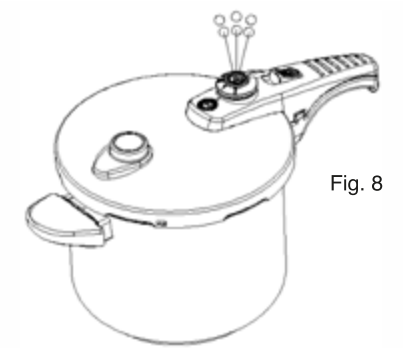

Fig. 8
c) Para calentar la olla rápidamente, póngala a fuego fuerte hasta que la válvula reguladora de presión empiece a funcionar. Sin embargo, debe evitar una potencia excesiva. La válvula de seguridad liberará una pequeña cantidad de vapor después de un período de tiempo (es normal). Cuando el vástago de la válvula de seguridad sube para empezar a funcionar, no hay vapor. En este momento, hay una indicación visual del tapón de la válvula en el primer anillo blanco. Mantenga el calor; pero reduzca y ajuste el fuego cuando la válvula reguladora de presión expulse vapor con profusión. (Ver fig. 8).